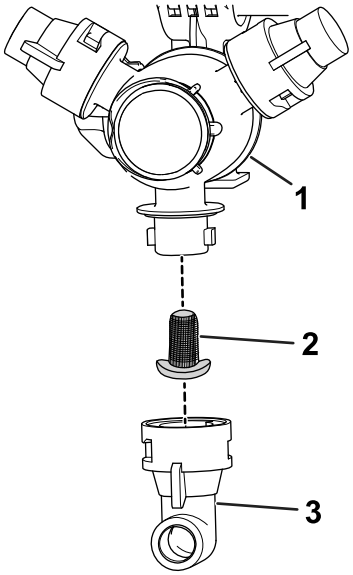

Figure 59
2. Remove the nozzle from the spray turret (Figure 59).
3. Remove the old nozzle filter (Figure 59).
4. Install the new nozzle filter (Figure 59).
5. Install the nozzle onto the spray turret (Figure 59).